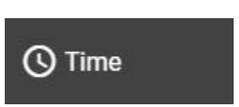

Figure 11. Time Button
Step 3: Select the 'Time' button *(figure 11)* on the left side of the 'Setup' page. Here you will set up the time clock associated with the network. Select the time zone appropriate for the location of the network, set the date format the user wishes to display and the time sync options, and finally the daylight savings time setting.